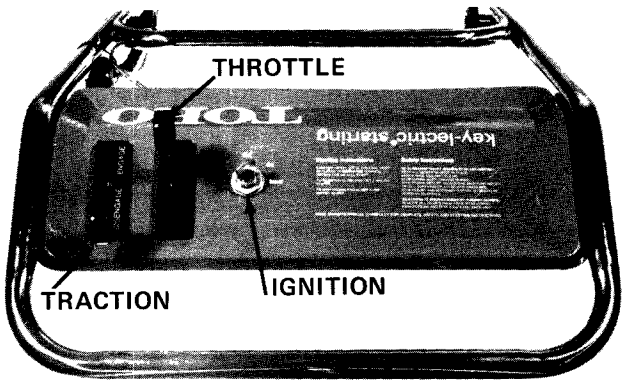

Figure 11
2. Move traction control (Fig. 11) to DISENGAGE detent. Also move throttle control to FAST position (Fig. 11). Insert key into ignition switch (Fig. 11) until it snaps in place; then rotate key to START position.
3. After engine starts and is running smoothly, move throttle control (Fig. 11) to desired speed.
5. To stop engine, move traction control to DISENGAGE detent and rotate key to OFF position (Fig. 11).
6. Pull high tension wire off spark plug (Fig. 10) to prevent possibility of accidental starting. Also remove key from ignition switch (Fig. 11).
2. Move traction control to DISENGAGE detent and throttle control to FAST position (Fig. 11). Also rotate ignition key (Fig. 11) to ON position.
7. To stop engine, move traction control to DISENGAGE detent and rotate key to OFF position (Fig. 11).
8. Pull high tension wire off spark plug (Fig. 10) to prevent possibility of accidental starting when mower is unattended or not used. Also remove key from ignition switch (Fig. 11).